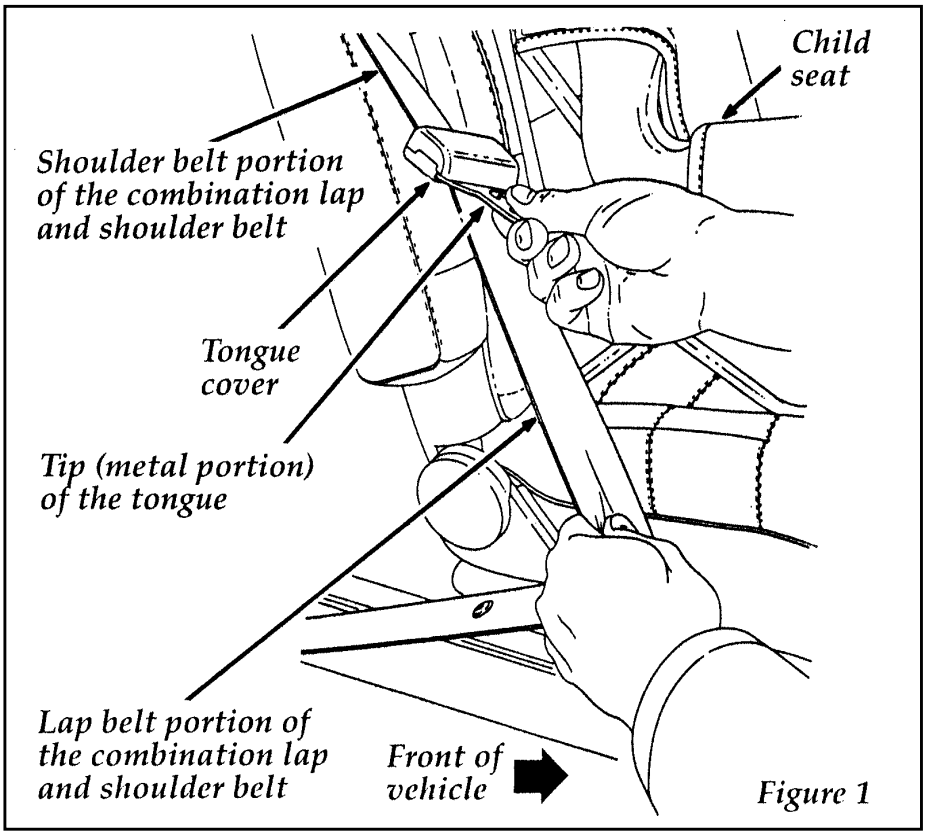

Figure 1
1. Grasp the belt webbing below the tongue and pull as much of the belt out of the retractor as possible. Hold the belt out. See Figure 1.
2. With your other hand, grasp the tip (metal portion) of the tongue (not the cover) and slide the tongue up the webbing as far as it will go. See Figure 1. Release the tongue, but do not let go of the lap portion of the belt webbing.